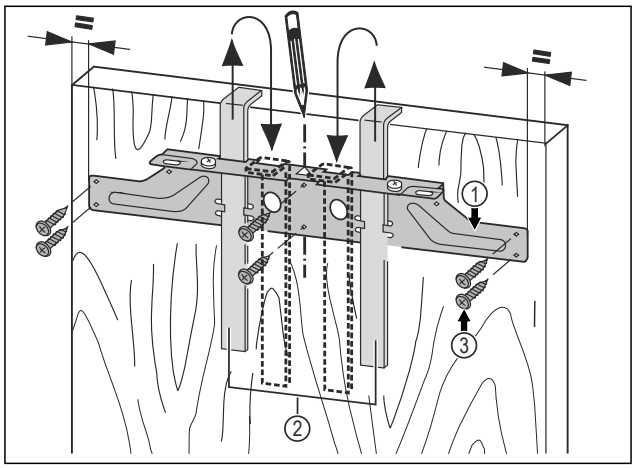

Fig. 38
▶ Hang the fastening bar *Fig. 38 (1)* with the mounting aids on the inside of the unit door *Fig. 38 (2)*.
▶ Align the fastening bar *Fig. 38 (1)* in the centre of the door.
▶ Tighten the mounting bar *Fig. 38 (1)* with at least 6 screws *Fig. 38 (3)*.
▶ Screw the mounting bar *Fig. 38 (1)*to the edge with 4 screws *Fig. 38 (3)*.
▶ Pull the assembly devices *Fig. 38 (2)* upwards and push them, at an angle, into the receiving openings.